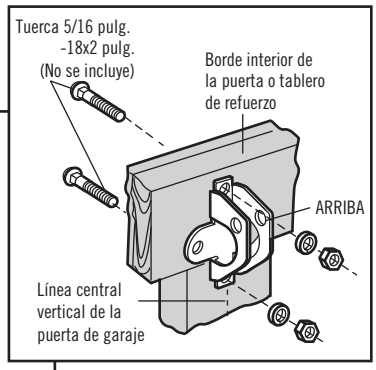

Figura 4
- Use los orificios laterales o superior e inferior de la ménsula de la puerta. Haga los agujeros correspondientes de 5/16 de pulg. en la puerta y fije la ménsula con pernos de cabeza redonda de 5/16 de pulg.-18 x 2 pulg., arandelas de seguro y tuercas (no incluidos). (Figura 4)